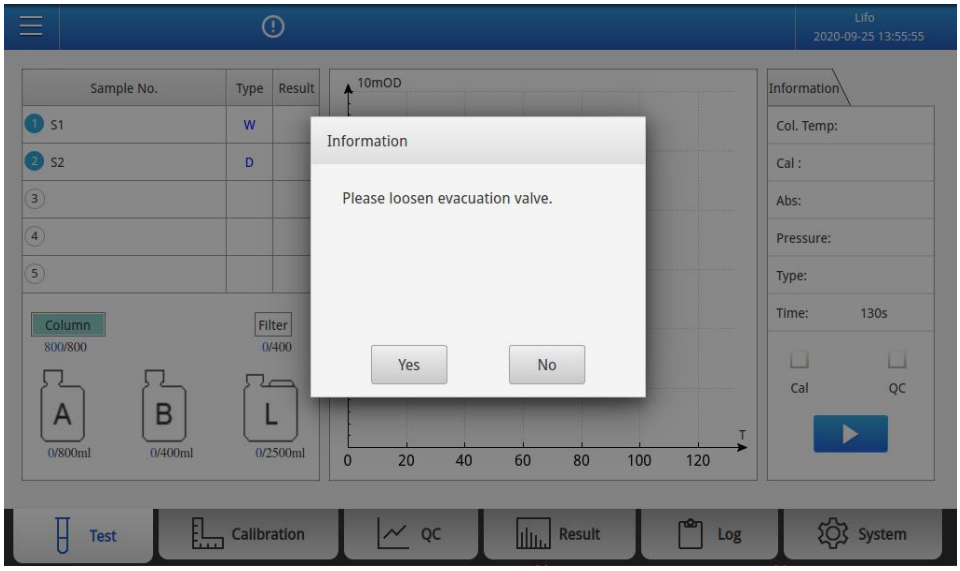

Fig. 5-22 After click “Replace”button
2)Replace with new hemolytic agent L and click “**Replace**” button.The **Fig. 5-22** will be displayed.